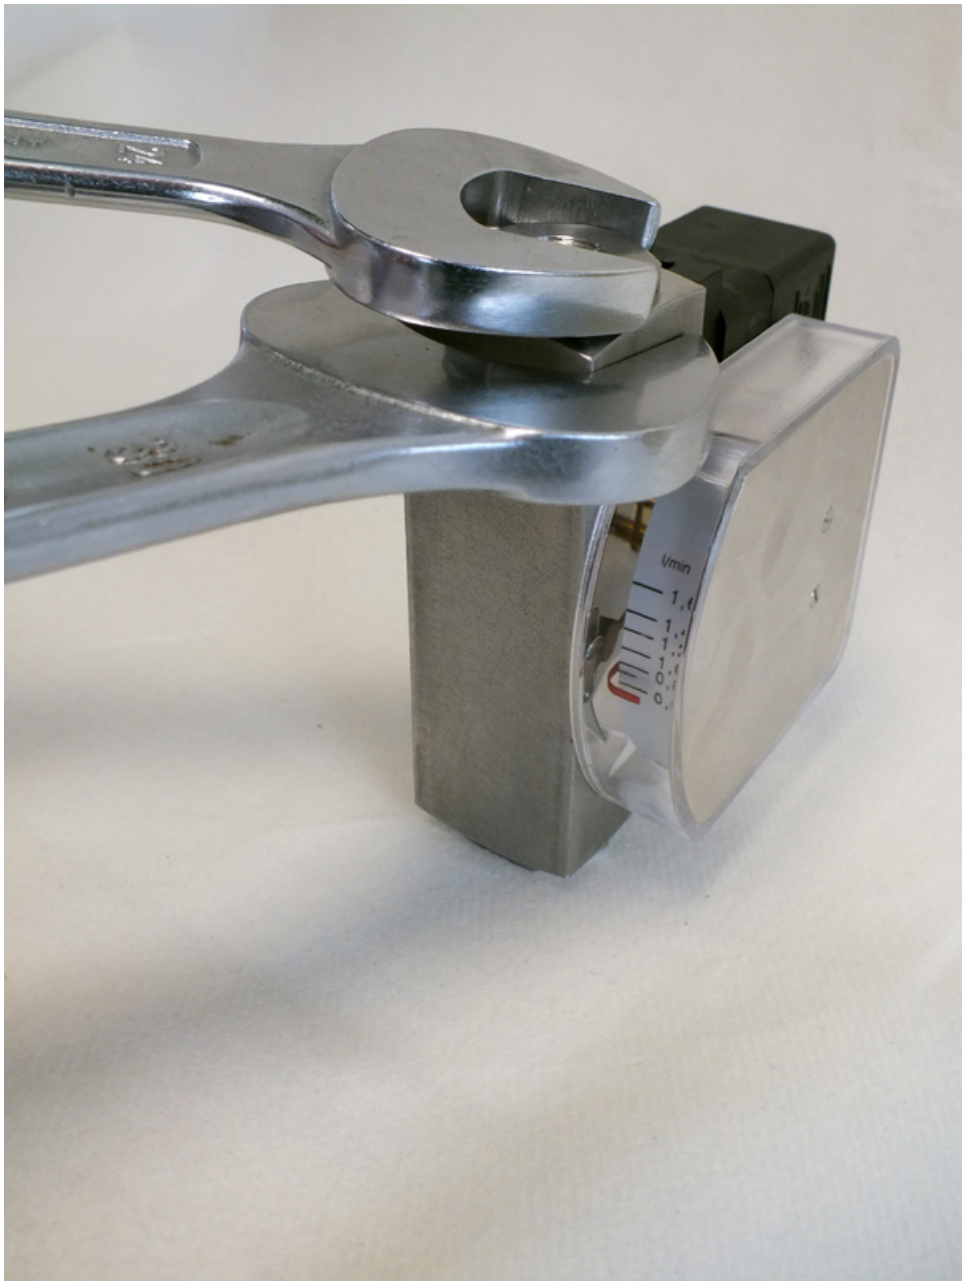

Fig. 64: Tighten process connection (outlet)
11. Using a proper sized fixed spanner, tighten the process connection (outlet). Hold the device body in place using a suitable fixed spanner (*Fig. 64*), and observe the proper torque (➡ *Chapter 11.1 "Tightening torque" on page 96*)